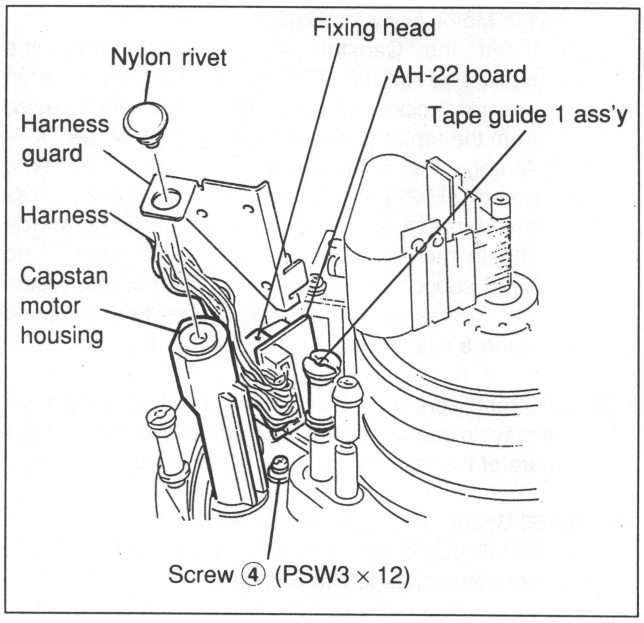

Fig.7-12-7 Capstan Motor Ass'y Removal
5. Capstan Motor Ass'y Removal (Fig. 7-12-7)